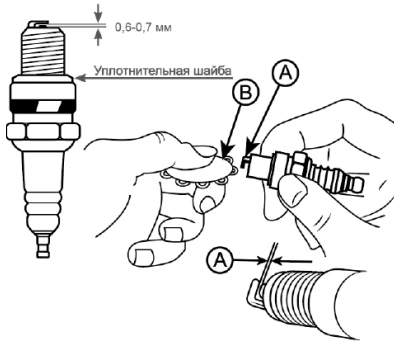

Рис. 24 Проверка зазора между электродами
4. Измерьте зазор между электродами свечи зажигания специальным щупом. Зазор должен быть 0,6-0,7 мм (Рис. 24). При увеличении или уменьшении требуемого зазора рекомендуется заменить свечу, так как регулировка зазора может привести к изменению качества искрообразования.